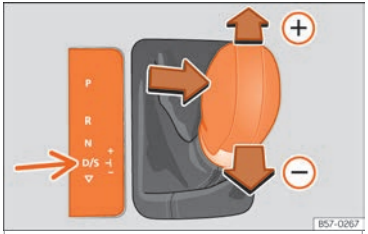

Fig. 222 Consola central: mudar velocidades com tiptronic.
- Empurre a alavanca seletora para a frente ⊕ para engrenar uma velocidade mais alta ››› Fig. 222.